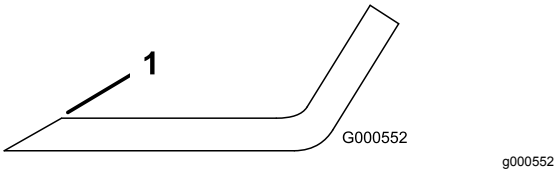

Figur 117
1. Bruk en fil til å slipe eggen i begge ender av kniven (Figur 117).
Merk: Hvis kniven ikke er i balanse, filer du bort litt av metallet på enden av vingeområdet (Figur 117).